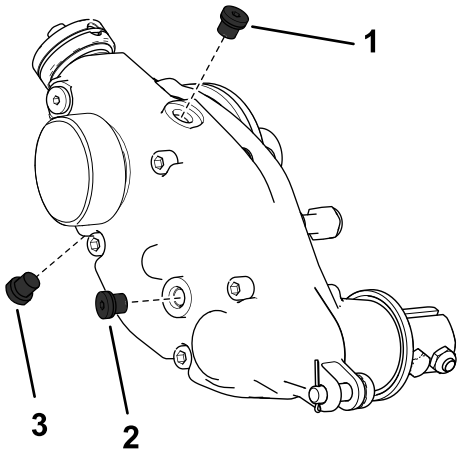

图27
2. 取出壳体底部的排油塞图27。
3. 取出壳体一侧的加油塞并松开顶部的排气塞以使空气通过图27。